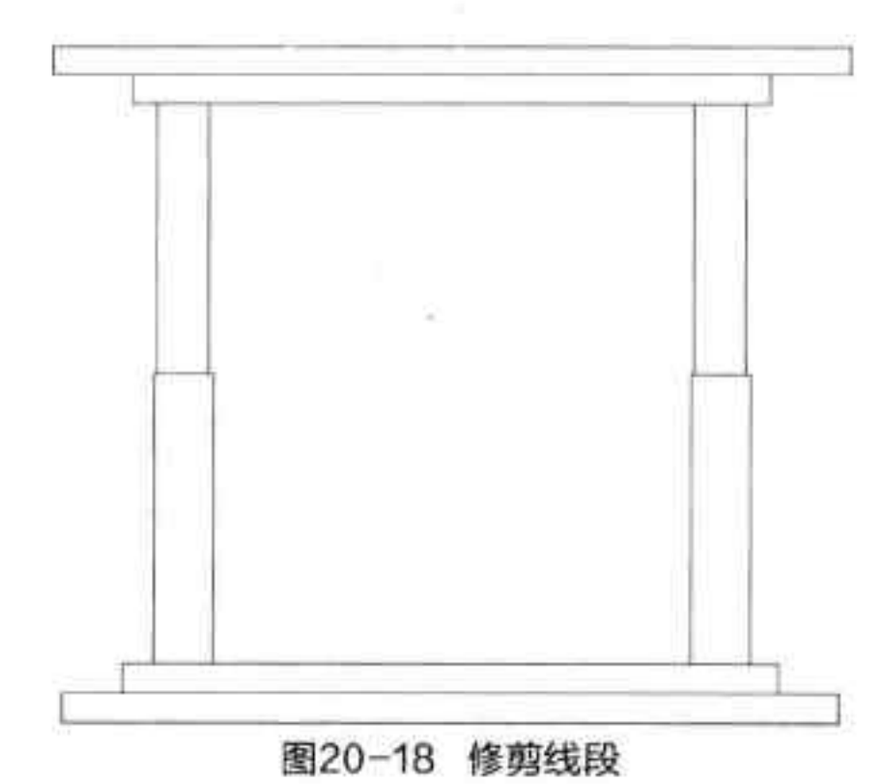

图20-18 修剪线段
Step 06 执行“修剪”命令，对偏移后的图形进行修剪，如图 20-18 所示。